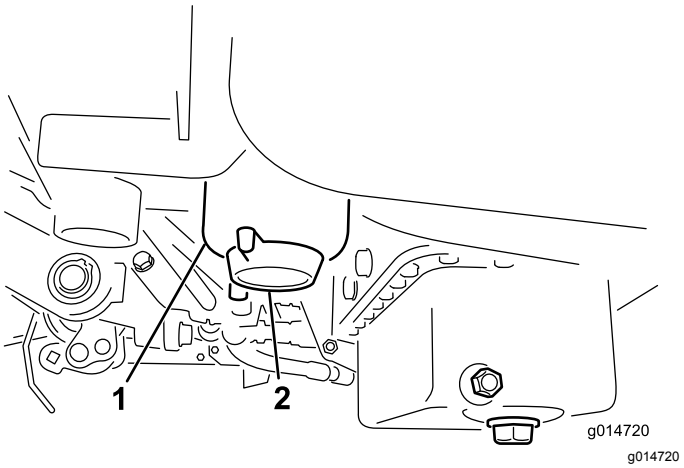

Rysunek 33
2. Oczyść obszar wokół miejsca zamontowania filtra (Rysunek 33).
4. Odkręć korek spustowy filtra (Rysunek 33).